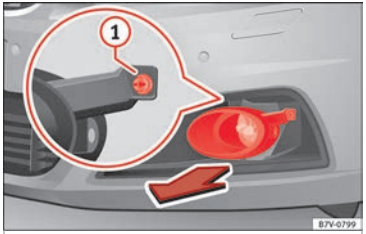

Fig. 110 On the right-hand side of the front bumper: removing the headlights.
1. Pull the cover forwards, in the direction of the arrow ››› Fig. 110.
2. Unscrew the attachment screw ››› Fig. 110 (1) using the screwdriver from the vehicle tool kit ››› page 82.
10. Tighten the attachment screw ››› Fig. 110 (1) using the screwdriver.
11. Replace the cover on the bumper ››› Fig. 110.